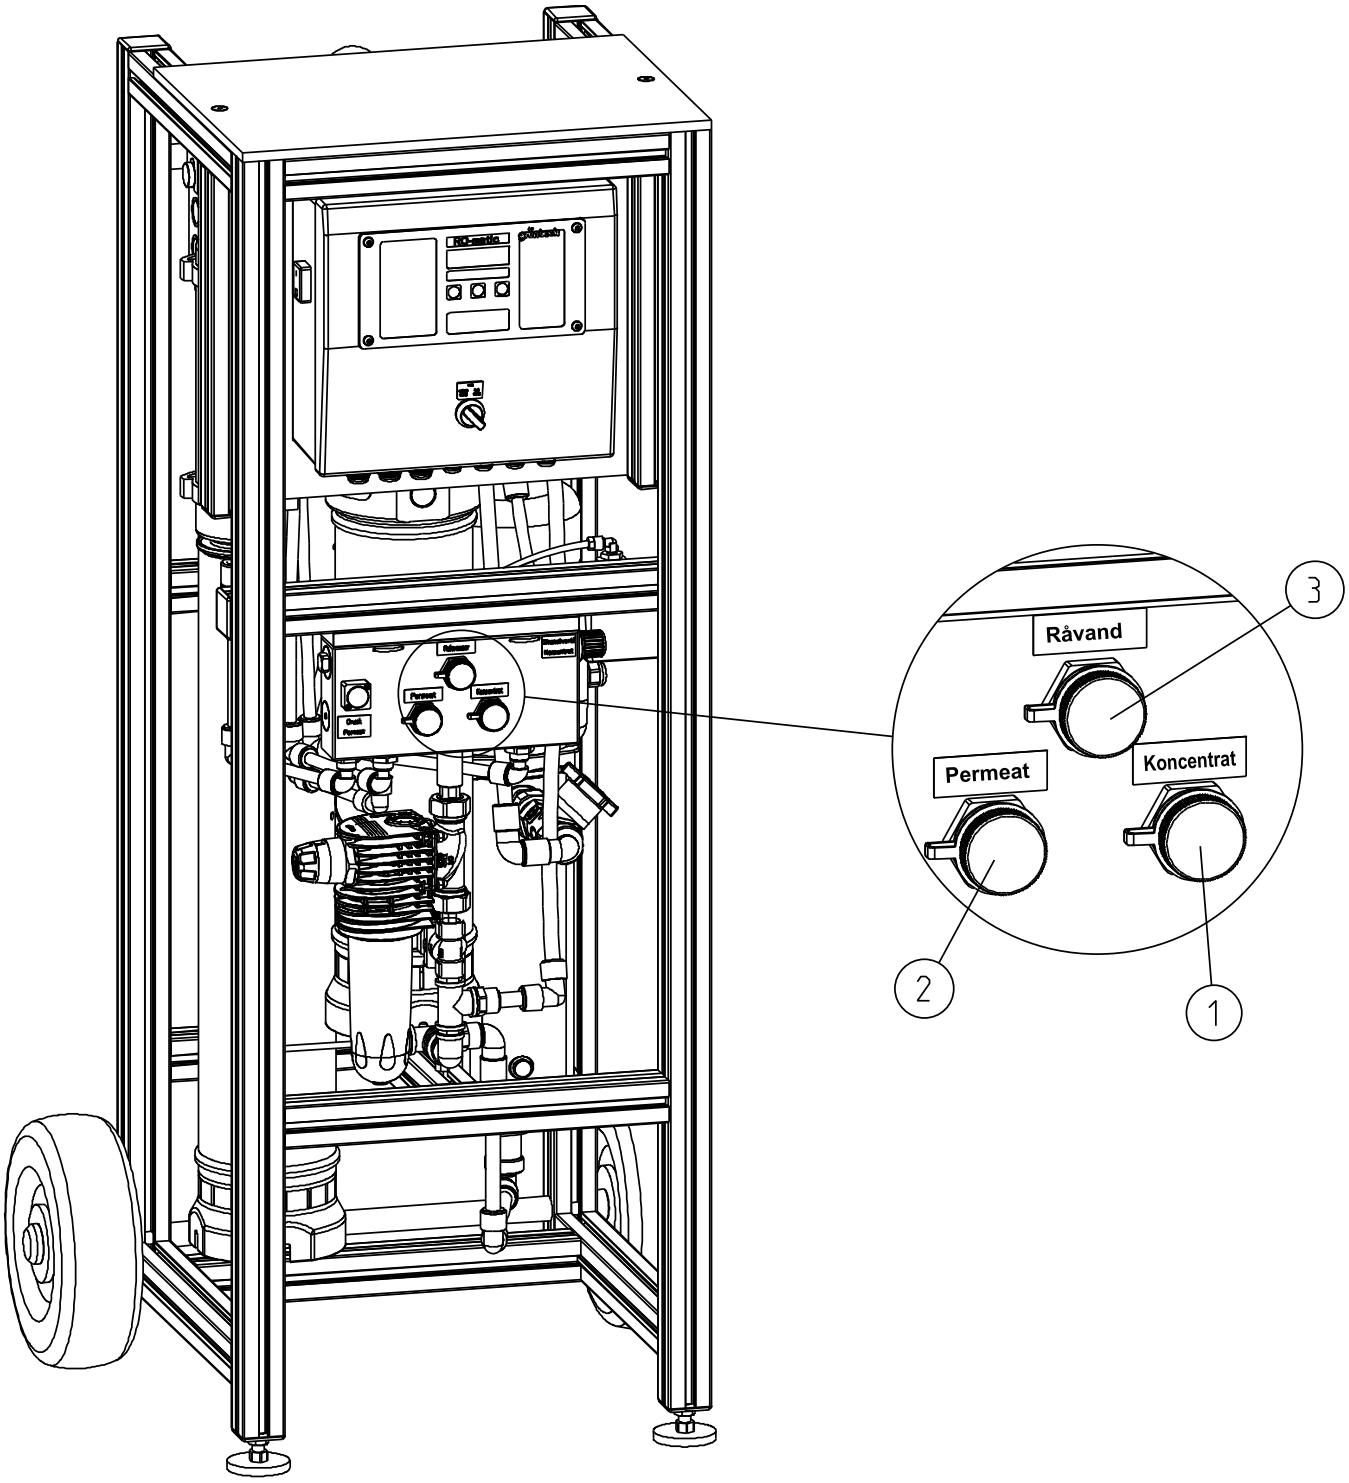

Fig. E-1: Tilslutninger mobilt omvendt osmoseanlæg AVRO-flex 400
- Tilslut fødevand/råvandsslange til anlægget (se fig. E-1, pos. 3).
- Slut permeatslangen til anlægget og til det system, der skal fyldes (se fig. E-1, pos. 2).
- Tilslut koncentratslangen til anlægget (se fig. E-1, pos. 1). Læg ledningen med fald til kloakken, og tilslut den iht. EN 1717 (frit udløb).
Membranen er beskyttet med et konserveringsmiddel til opbevarings- og transportperioden. Inden den første ibrugtagning skal dette konserveringsmiddel skylles ud. Til dette formål skal koncentratslangen (se fig. E-1, pos. 1) og permeatslangen (se fig. E-1, pos. 2) føres hen mod kloakken.